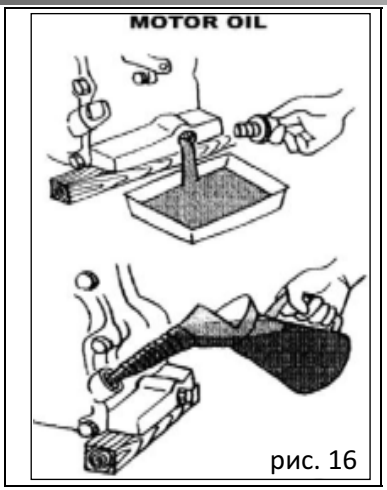

рис. 16
C. Удалите масло из двигателя и замените его на новое указанной марки. Рис. 16!